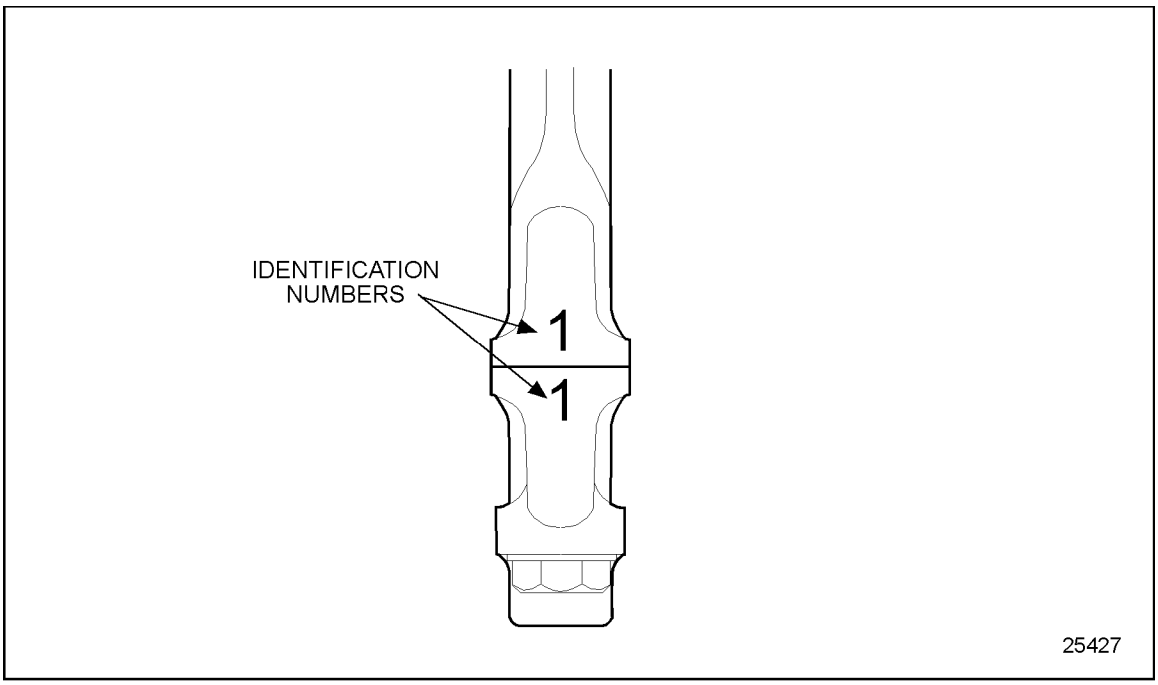

Figure 1-302 Connecting Rod and Cap Identification
22. Install the bearing cap. The number on the cap and rod should be on the same (oil cooler) side. See Figure 1-302.